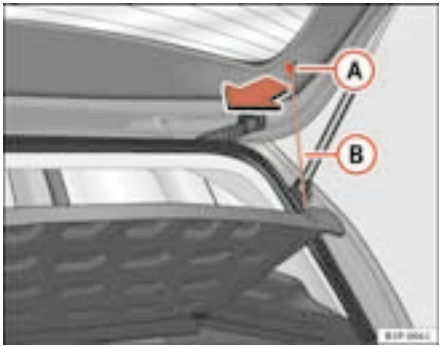

Fig. 103 Luggage compartment cover
– Disengage the loops ⇒ fig. 103 (B) from the retaining pins (A).